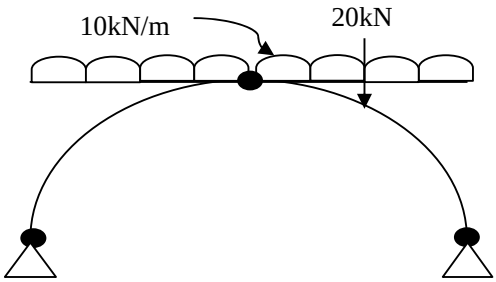

Fig.2
Q.4 **(a)** For the three hinged parabolic arch of 20m span and central rise of 3m is loaded with udl and a point load of 20kN at a distande of 5m from right end support as shown in fig.2 calculate Support reactions and Horizontal thrust. **07**